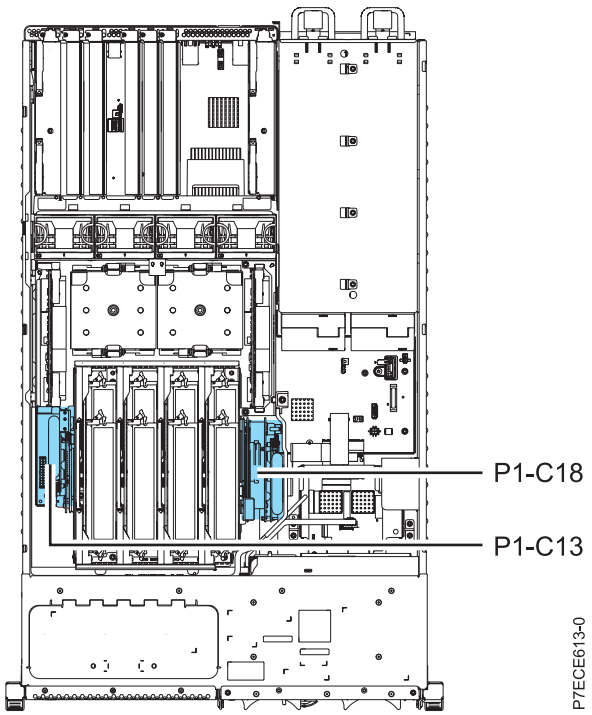

Figure 2. Emplacement d'installation du contrôleur de stockage et de la carte de batterie de cache pour 31E/1C ou 31E/2C
11. Retirez l'unité de stockage en appuyant sur le taquet **(A)** et faites-la glisser hors du système. Voir la figure 2 ou 3 en fonction de la configuration mécanique de votre système.